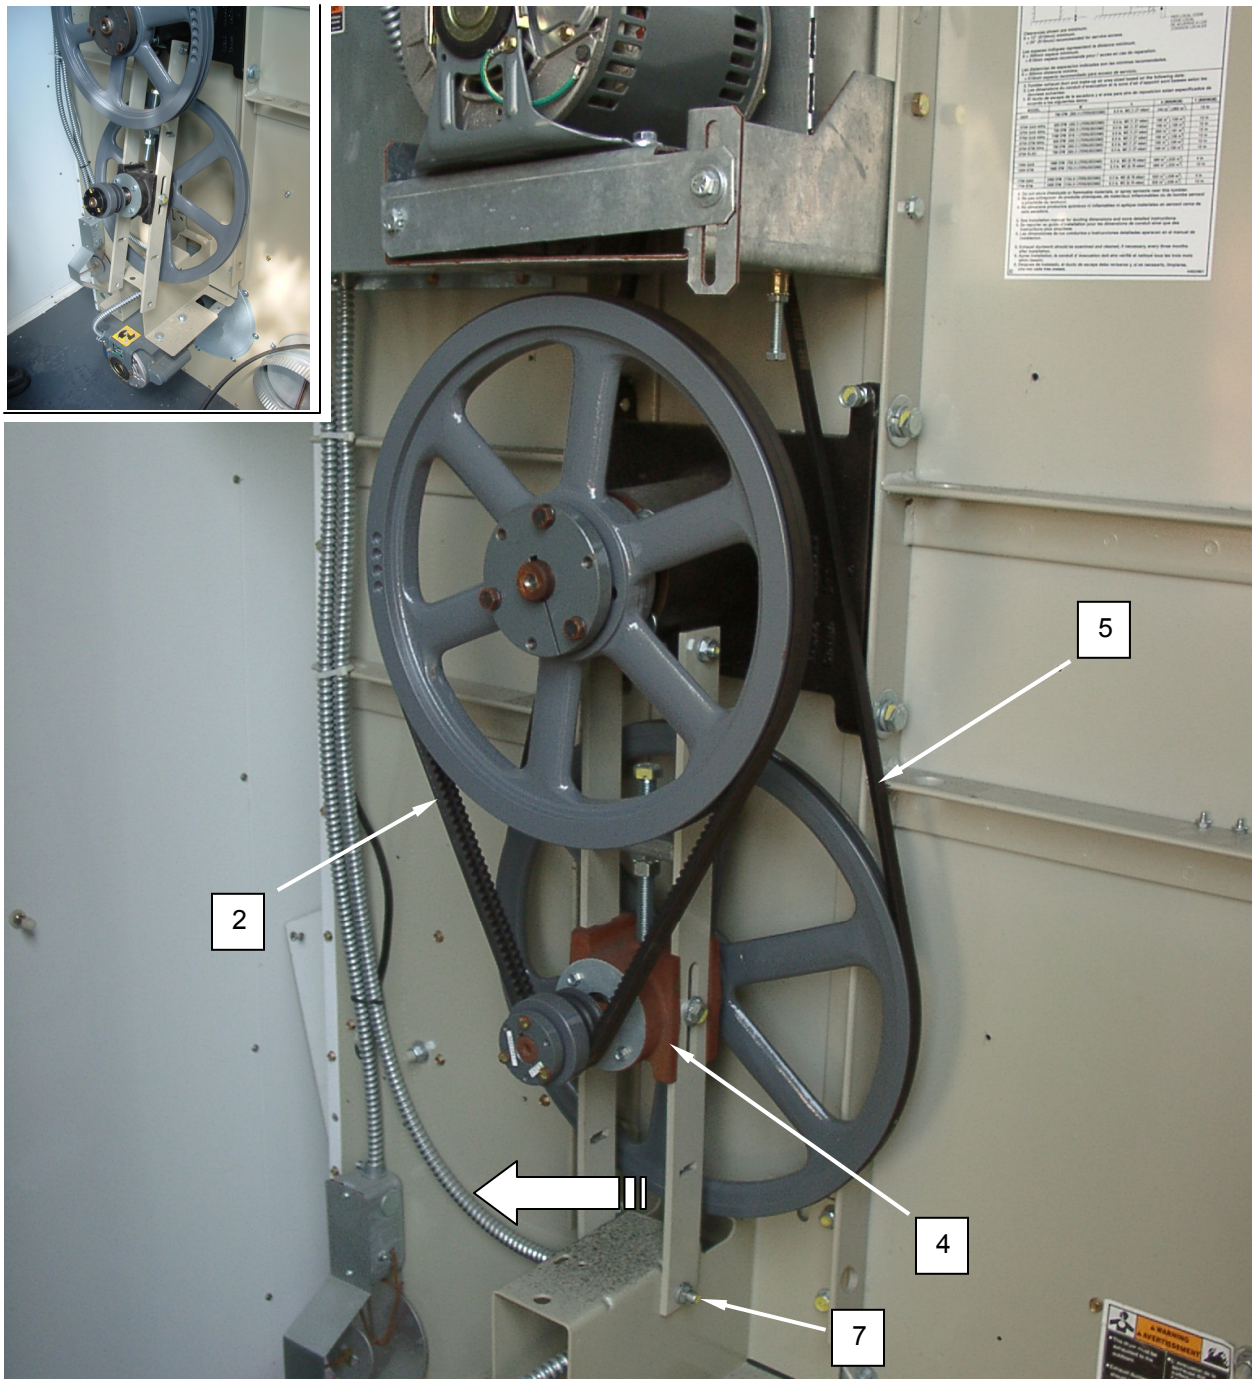

Figure 3. Replace the Dryer Drive Belts.
3. Loosen screws retaining the idler housing **(Figure 3, Item 4)** and release tension from outer belt **(Figure 3, Item 2)**.
4. Remove outer belts **(Figure 3, Item 2)**.
5. Remove the lower bolt **(Figure 3, Item 7)** from the idler housing **(Figure 3, Item 4)** and allow the idler housing to swing out.
6. Remove inner belt **(Figure 3, Item 5)**.
7. Install replacement inner belt **(Figure 3, Item 5)**.
8. Position the idler housing **(Figure 3, Item 4)** back in place and retain with the lower bolt **(Figure 3, Item 7)**.
9. Install replacement outer belts **(Figure 3, Item 2)**.